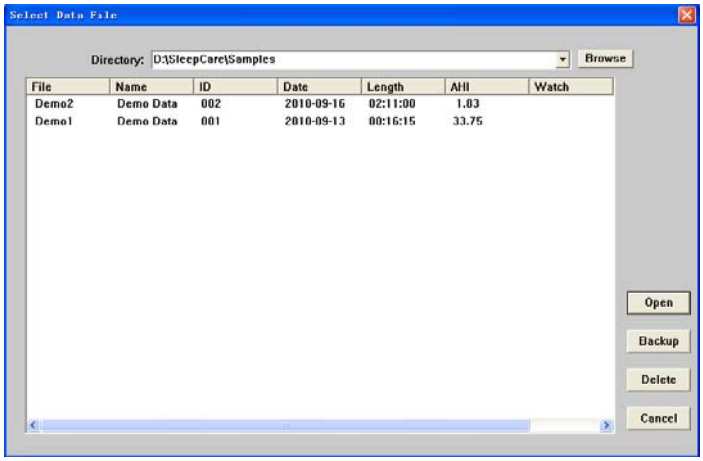

Figure 2-15 “Select Data File” dialog box
①In the main interface of data analysis software, choose “Open” in “File” of the menu bar, the system will enter the sleep data management interface. The screen shows the saved data and its related information in the hard disk (Figure 2-15). The desired data can be easily found by different orders in this interface.
②First of all, find out the route and catalog of the sleep data by using the “**Browse”** button. Then all the files are listed, with the information such as file name, patient name, serial number, recording date, record length, person on duty and data version etc. The files’ order can be changed by clicking on the corresponding classification column.
③In the lower right of the interface are the function keys such as **Open**, **Backup**, **Delete** and **Cancel**. Click the file name to select the file, and then press the appropriate function key to achieve data playback, data backup and data deletion.
④Selecting “Cancel” button in the lower right of the interface can return to the main interface of data analysis software.